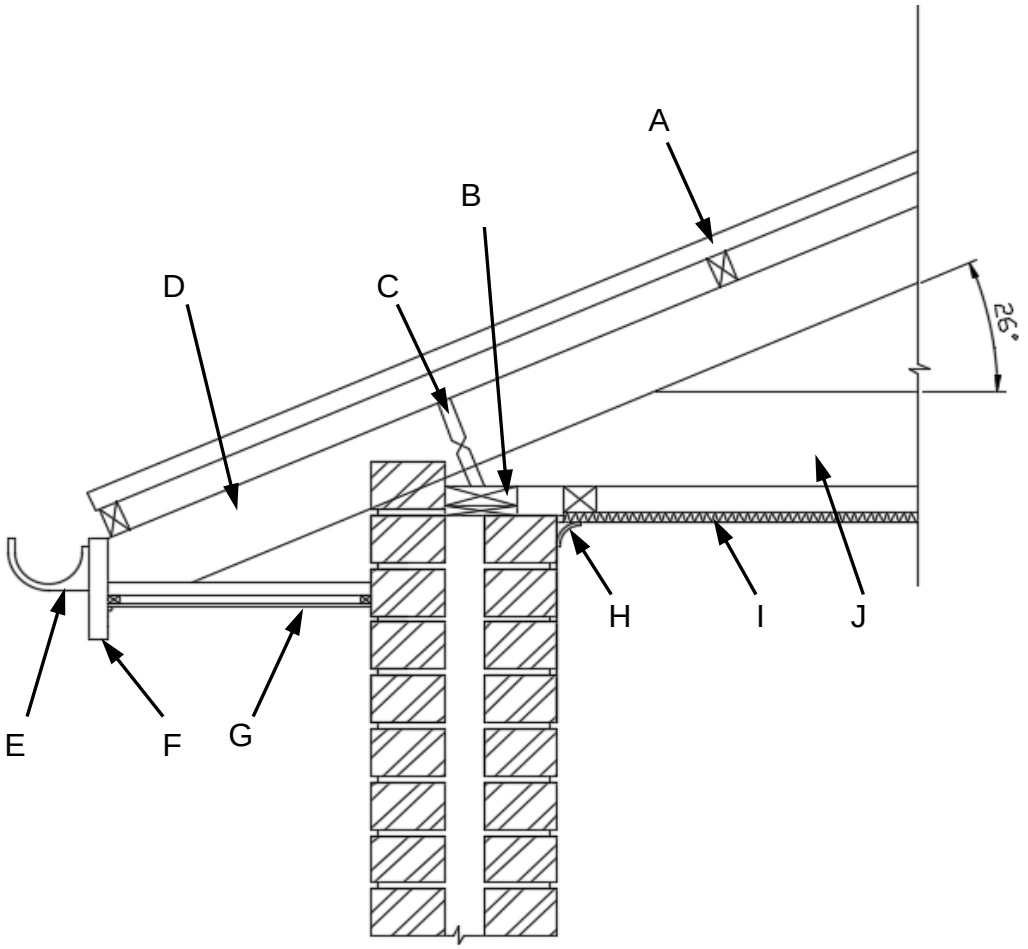

FIGURE 1
3.5 Study FIGURE 1 below and answer the questions.
3.5.1 Describe the detail shown in FIGURE 1. (2)